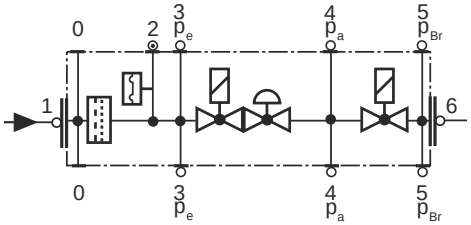

Fig. 17
- Pulire o sostituire il filtro se la differenza di pressione fra i punti 1 e 3 (Fig. 17) è $\Delta p > 10$ mbar.
- Pulire o sostituire il filtro se la differenza di pressione fra i punti 1 e 3 (Fig. 17) risulta raddoppiata dall'ultimo controllo.